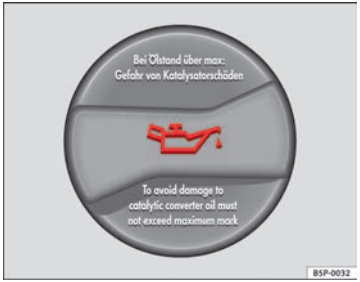

Fig. 128 In the engine compartment: Engine oil filler cap
– Unscrew cap from engine oil filler opening ⇒ Fig. 128.
– As soon as the oil level is in area (B), carefully close the cap.